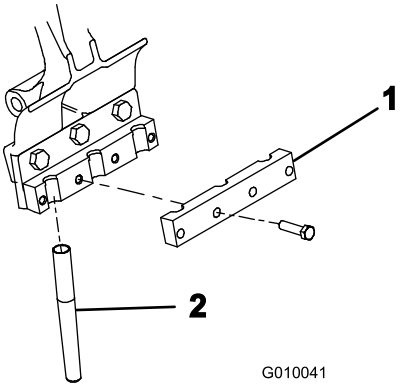

Figuur 25
4. Monteer een tandenklem losjes op elke tandenhouder met 4 tapbouten van 3/8 x 1-1/2 inch (Figuur 25). Draai de bouten niet aan.